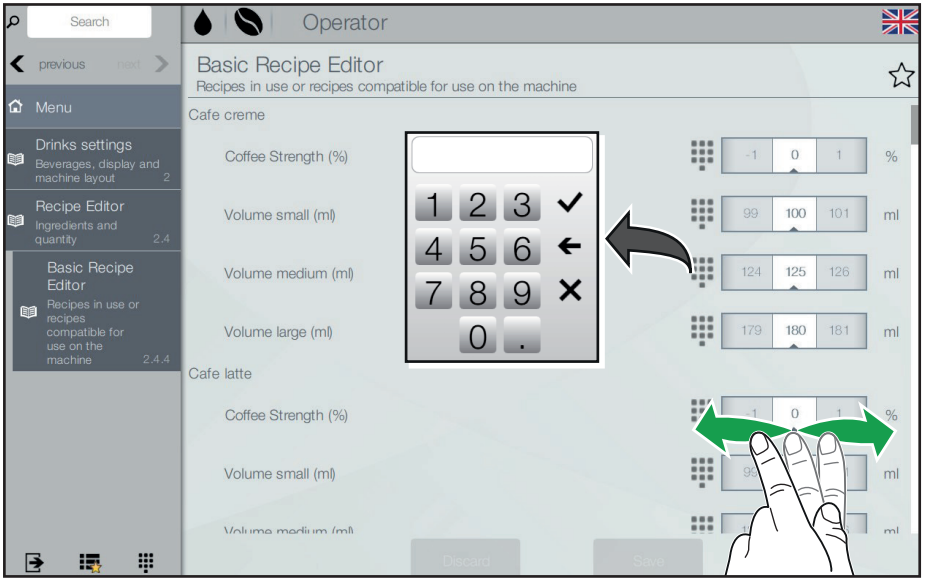

Fig. 6.9 - Editare rețete (Volum/Tărie)
- Setaţi valorile dorite cu ajutorul tastaturii numerice sau al culegătorului de valoare (fig. 6.9).